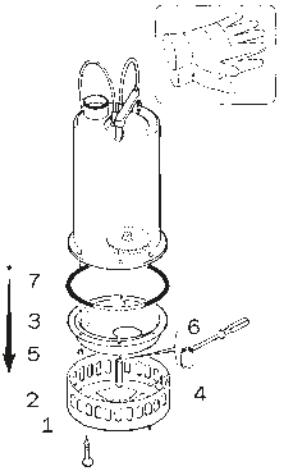
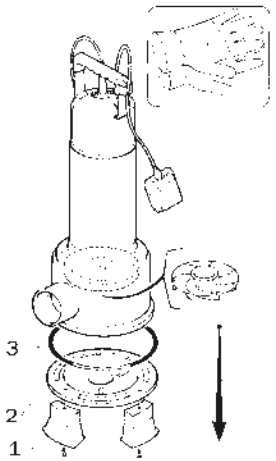

FIG. 10 • RIGHT
FIG. 11 • DW
– a oje los tres tornillos (1) de jación del ltro;
– desmonte el ltro (2);
– a oje los tres distanciadores (4) y las tres tuercas (5) y quite el fondo de ajuste(3);
– con un pequeño destornillador plano extraiga las arandelas de nylon (6) y cámbielas porque al quitar la hélice éstas se rompen;
– preste atención a no dañar el anillo de estanqueidad (7).
7.3. ELECTROBOMBA RIGHT (FIG. 10)
– a oje los tres tornillos (1) de jación de los pies de apoyo y del lado del cárter de aspiración (2)
– preste atención a no dañar el anillo de estanqueidad (3);
7.4. ELECTROBOMBA DW (FIG. 11)
– a oje los seis tornillos (1) que cierran el cuerpo de la bomba (no la tuerca porque está soldada al cuerpo de la bomba);
– desmonte el cuerpo de la bomba extrayéndolo (2);